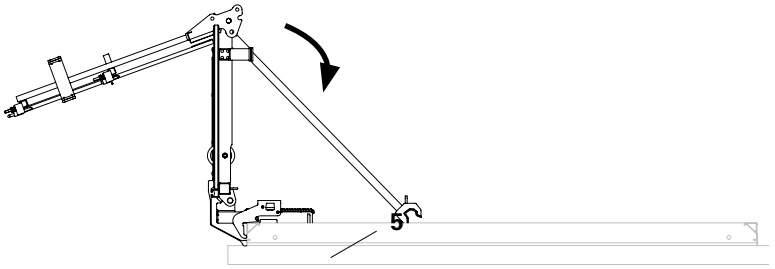

Fig. A5.03
4. Faire basculer les bracons diagonaux vers le bas et les introduire au niveau des trous prévus à cet effet sur le panneau. (Fig. A5.03)